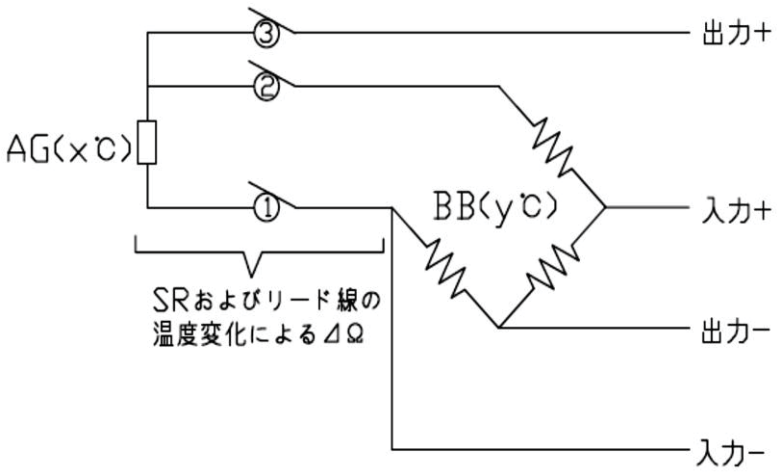

図2. 1ゲージ3線式
これを補正する回路が図2.の1ゲージ3線式です。それを応用してSRの温度変化による⊿SRΩ分も補正できます。SRおよびリード線について①と②はブリッジ回路内の隣辺に位置するため±相殺されます。
③についてはブリッジ回路外であり抵抗変化(数十mΩオーダー)は計測器側のインピーダンス数十MΩに対して極々小さいため、その影響は小さくなります。